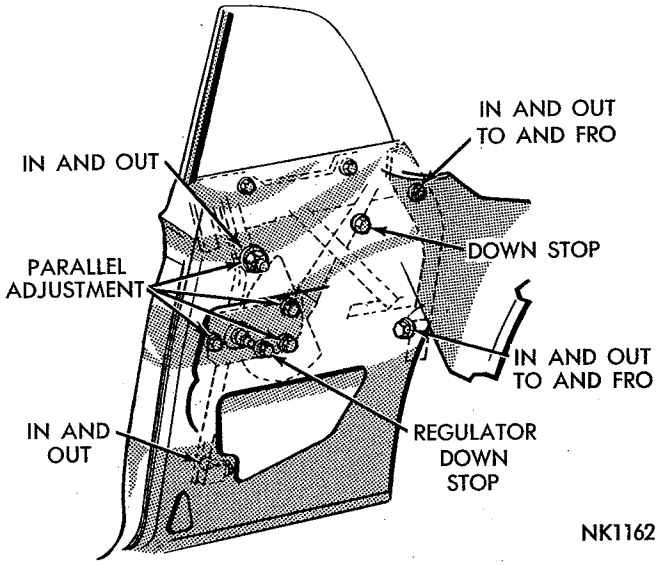

**Fig. 168—Quarter Window Adjustments—Valiant Convertible**
(1) With the door closed, run window approximately three-fourths way up.
(2) Adjust upper stabilizer (Fig. 168) so rear of